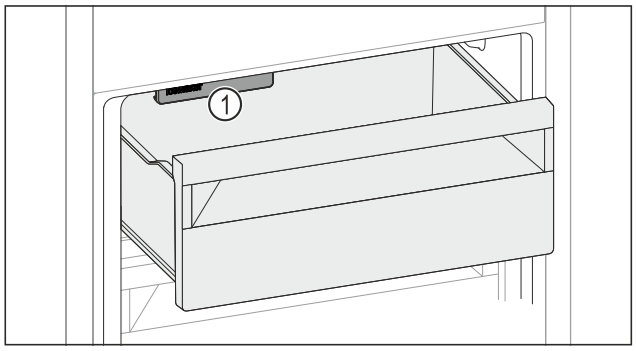

Fig. 236
▶ Luați în considerare IceMaker *Fig. 236 (1)*.